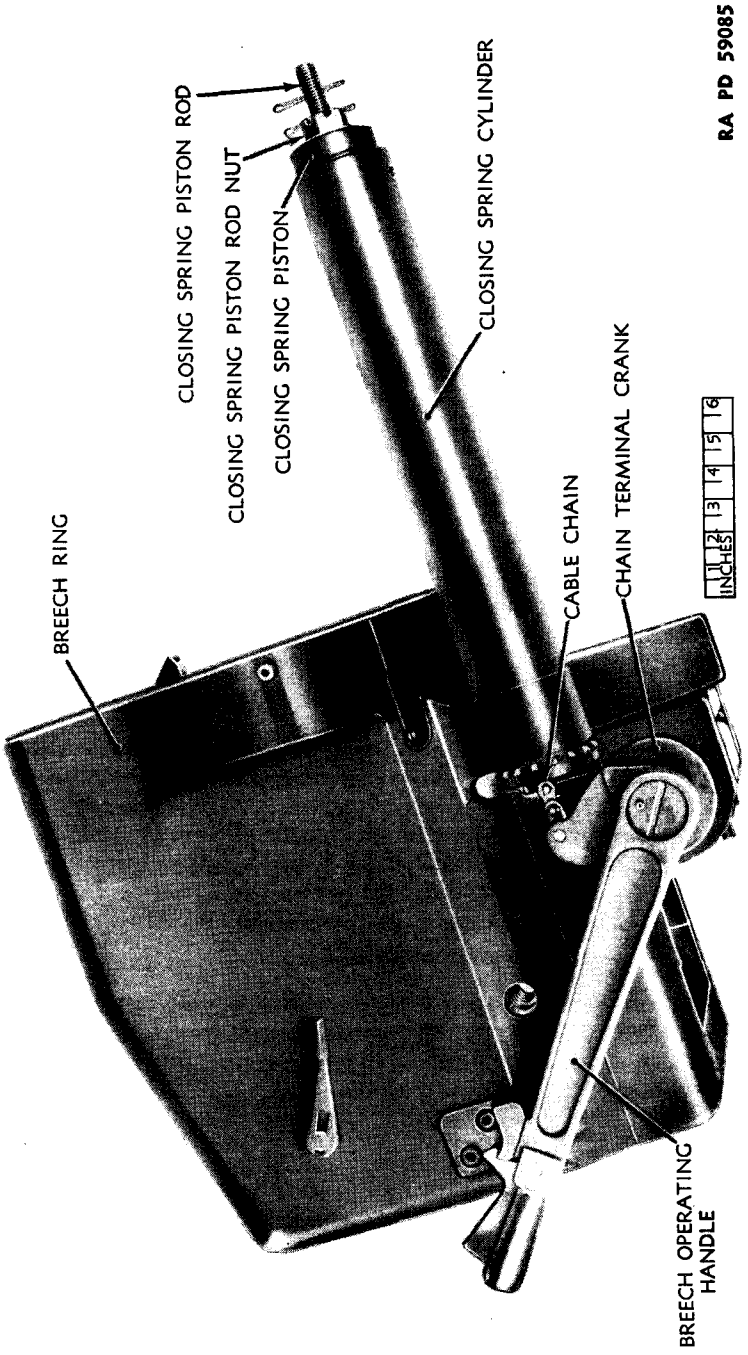

Figure 37 — Closing Spring Mechanism Adjustment
53. CLOSING SPRING CYLINDER (fig. 37).
e. **Adjustment of Closing Spring Cylinder** (fig. 37). Approximate adjustment of the closing spring is obtained by tightening the closing spring piston rod nut until four cotter pin holes are shown on piston rod. Accurate adjustment is then made by trial. Open the breech. Trip the extractors with an empty shell case or a suitable block of wood. If the breechblock does not fully close or action is sluggish, tighten the nut one cotter pin hole at a time until proper adjustment is reached. If the breechblock closes too fast, loosen the nut one cotter pin hole at a time until correct adjustment is obtained.